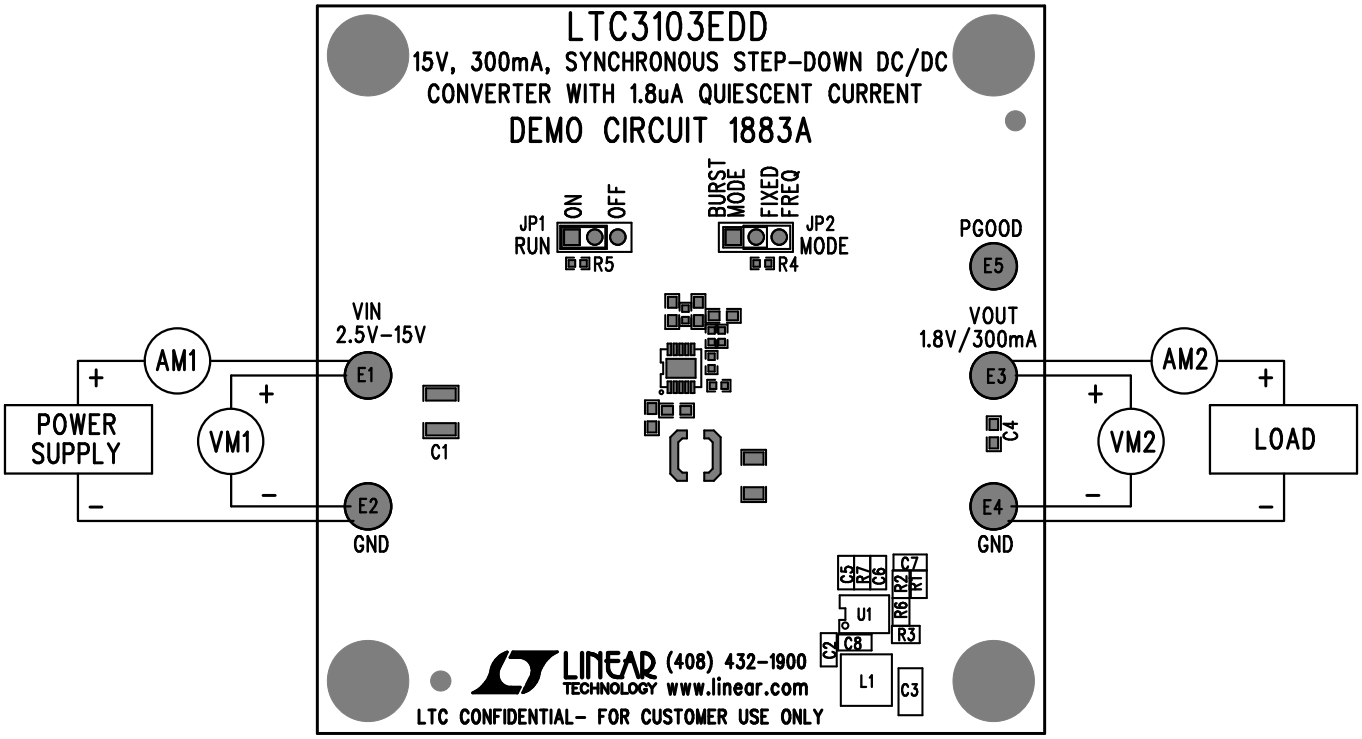

Figure 3. Proper Measurement Equipment Setup
Using short twisted-pair leads for any power connections and with all loads and power supplies off, refer to Figure 3 for the proper measurement and equipment setup. The battery/power supply (PS1) should not be connected to the circuit until it is stated in the following procedure.
2. With power off, connect the power supply (PS1) as shown in Figure 3. If accurate current measurements are desired (for efficiency calculation for example), then connect an ammeter in series with the supply as shown. The ammeter is not required, however.
3. Connect a load to V_{OUT}, as shown in Figure 3. The load can be up to 300mA or 6Ω for V_{OUT} = 1.8V. Connect an ammeter if accurate current measurement or monitoring is desired.